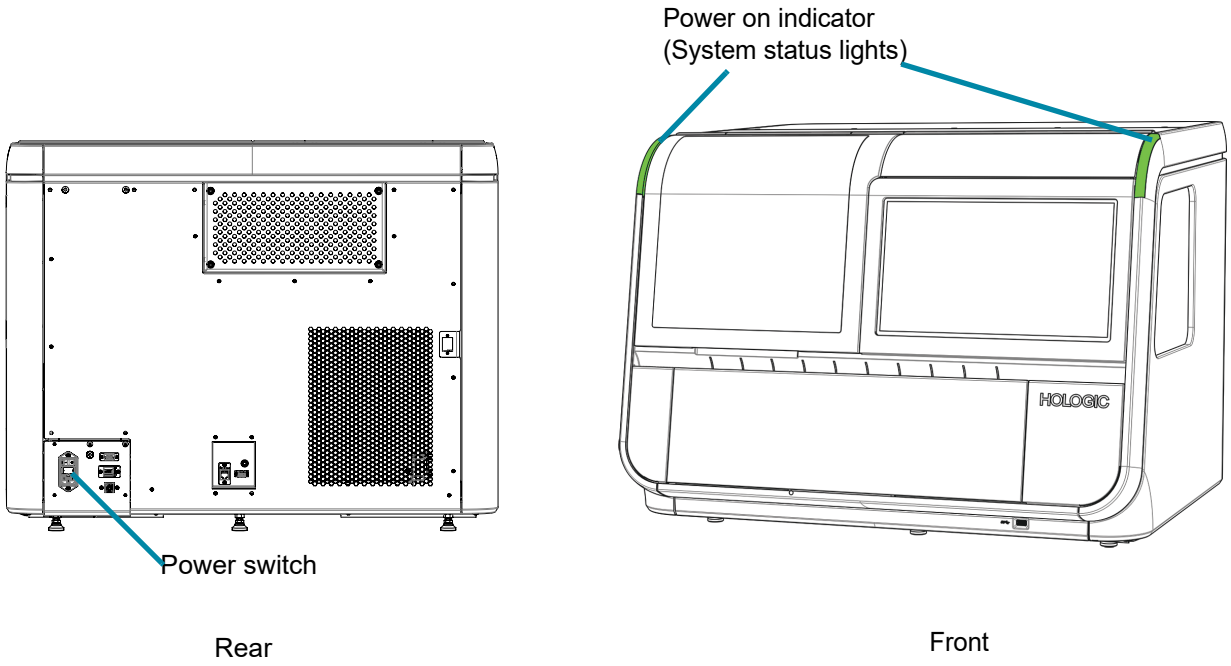

Figure 4-2 Digital Imager Power Switch
2. Press the rocker switch on the rear of the Digital Imager to ON (**I**). (See Figure 4-2.)